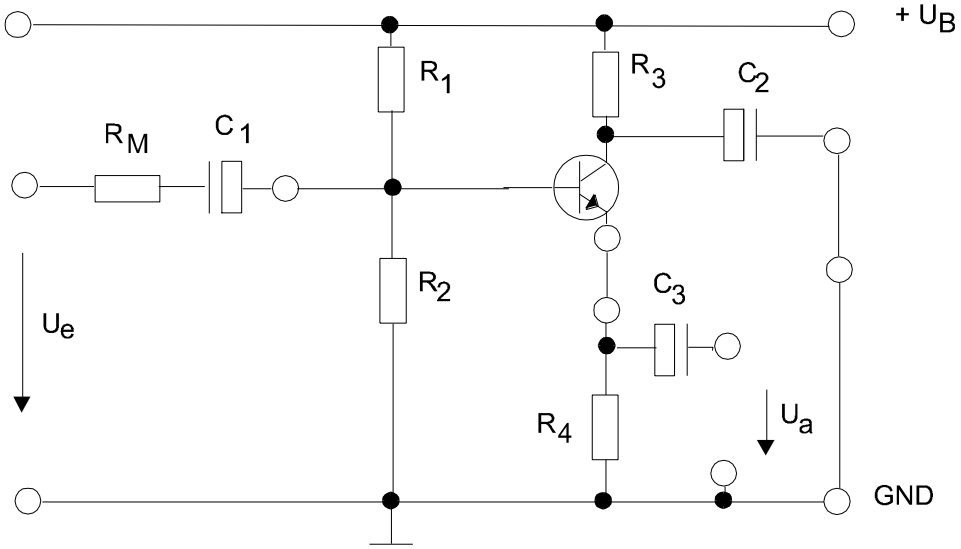

Bild 6: Schaltung 5 – Kollektorschaltung
- Überlegen Sie, warum die Schaltung 5 (Bild6) eine Kollektorschaltung ist.